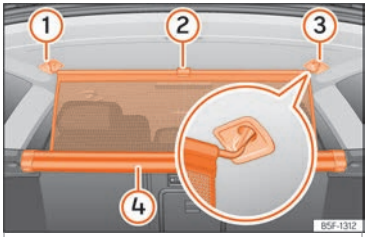

Fig. 138 En el maletero: enganchar la red de separación.
- Tire hacia arriba de la lengüeta ››› fig. 138 ② para sacar la red de la carcasa ④.
- Enganche la red de separación en el lado derecho o izquierdo ③ (imagen ampliada).
- Enganche la red de separación en el alojamiento del otro lado ① estirando la barra.